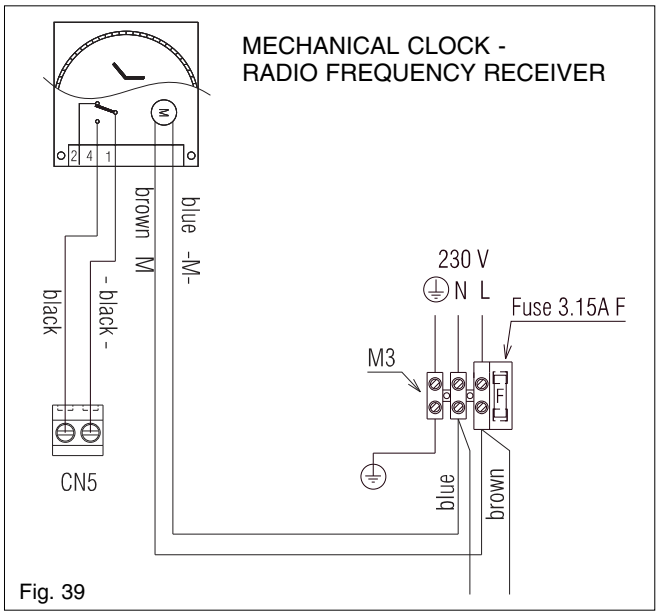

Fig. 39
Disconnect any external controls from terminal plug (CN5 fig. 39), and insert a link-wire between the two wires at the 'TA' connections.
- single-channel, voltage-free time clocks (fig. 39)
- programmable RF room thermostats (fig. 39)
- low voltage (24Vdc) room thermostat (CN5 fig. 39)
- identify the 2 black wiring (black color or black cable indication) and connect to the room thermostat terminal block (CN5 see fig. 39)
- identify the blue and brown wiring (blue/brown color or blue/brown cable indication) and connect to the M3 terminal block (see fig. 39).
- Always remove the link between TA & TA on the CN5 PCB terminal (see fig. 39)